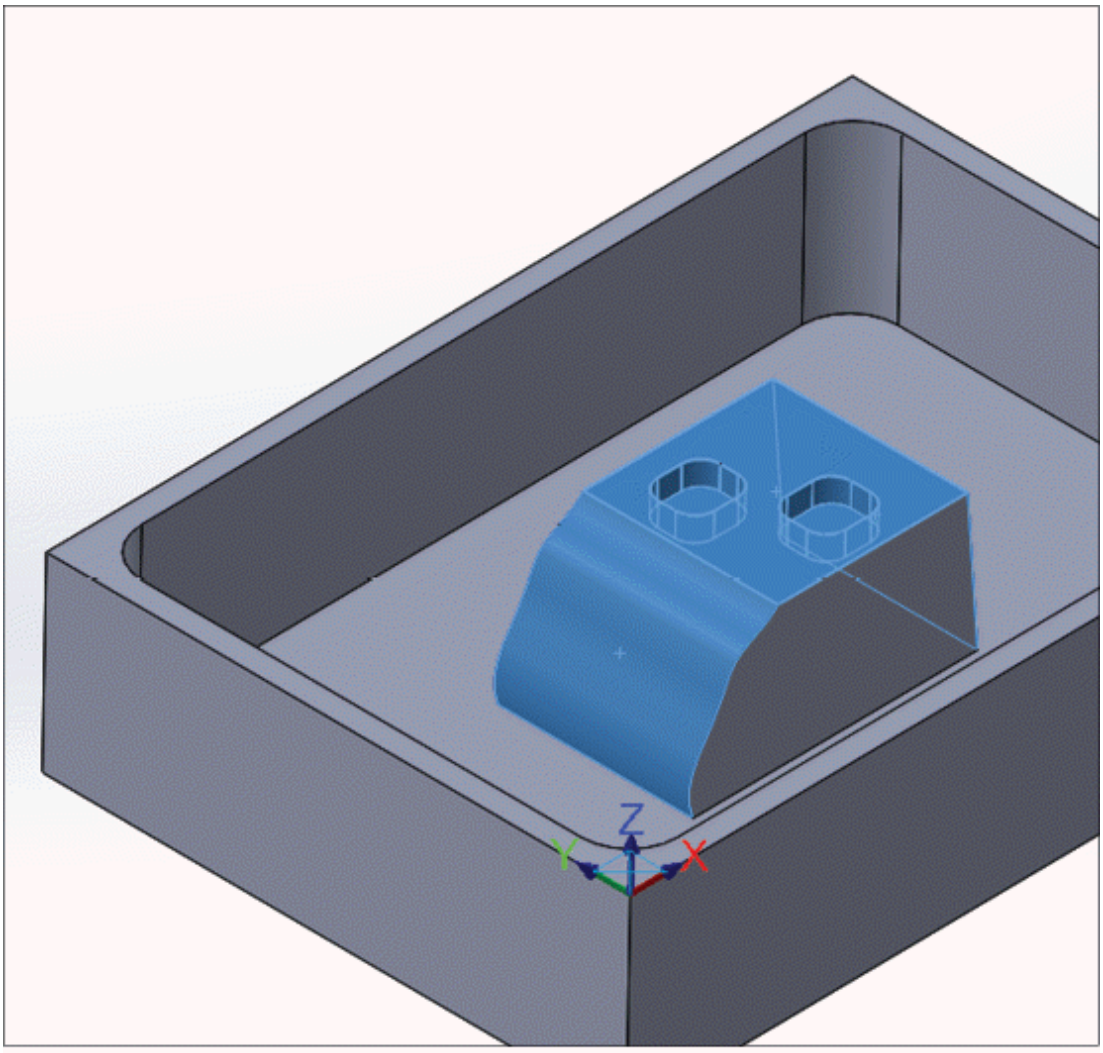

Figure-33. Faces and features selected for parallel rough
- Select the faces/features of the model to be machined; refer to Figure-33 and click on the **End Selection** button. The **Toolpath/surface selection** dialog box will be displayed.